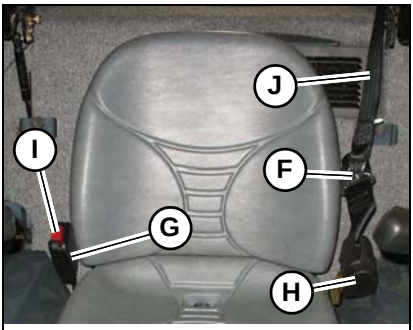

Figure 6 – Seat Belt / Upper Torso Restraint
Fasten the seat belt around your hips and waist and insert tongue (F, Figure 6) into clasp (G) until it clicks securely in place. Slack in the seat belt should automatically retract into seat belt spool (H).
WARNING **Always wear the upper-torso restraint (J, Figure 6) when operating in high speed.**